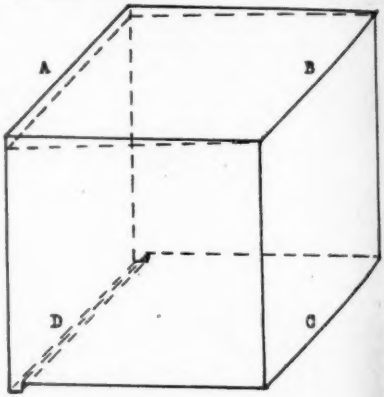

Fig. 13
8. Grind AB parallel to the supporting edges C and D. This makes AB square with the sides BC and DA which were parallel. The dotted lines at the top of Fig. 13 shows the cut taken to make AB parallel with the supporting edges C and D.